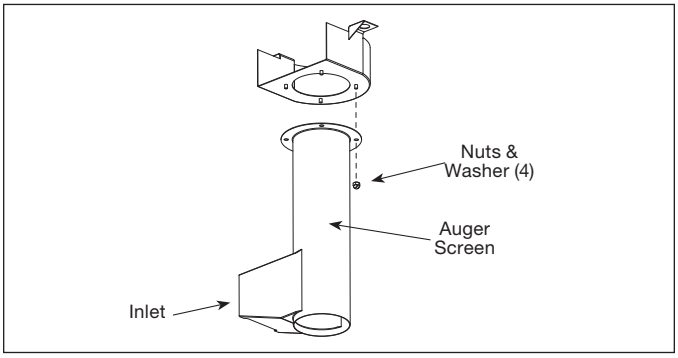

Figure 16.
E. Remove four nuts and washers holding the top portion of the auger screen to the bottom portion (see Figure 16).